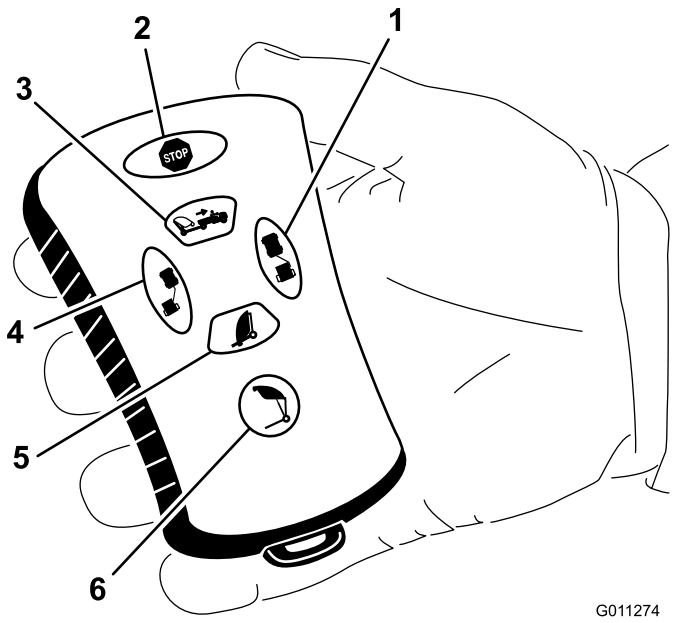

Figuur 25
- Druk op de knop Hopper legen (Figuur 25).
- Druk dan op de knop Excentrische stand links (Figuur 25).
- Druk dan op de knop Excentrische stand rechts (Figuur 25).
Houdt vervolgens de knop Hopper legen ingedrukt (Figuur 25).
- Druk op de knop Pluggenruimer omlaag om de hopper omlaag te brengen (Figuur 25).